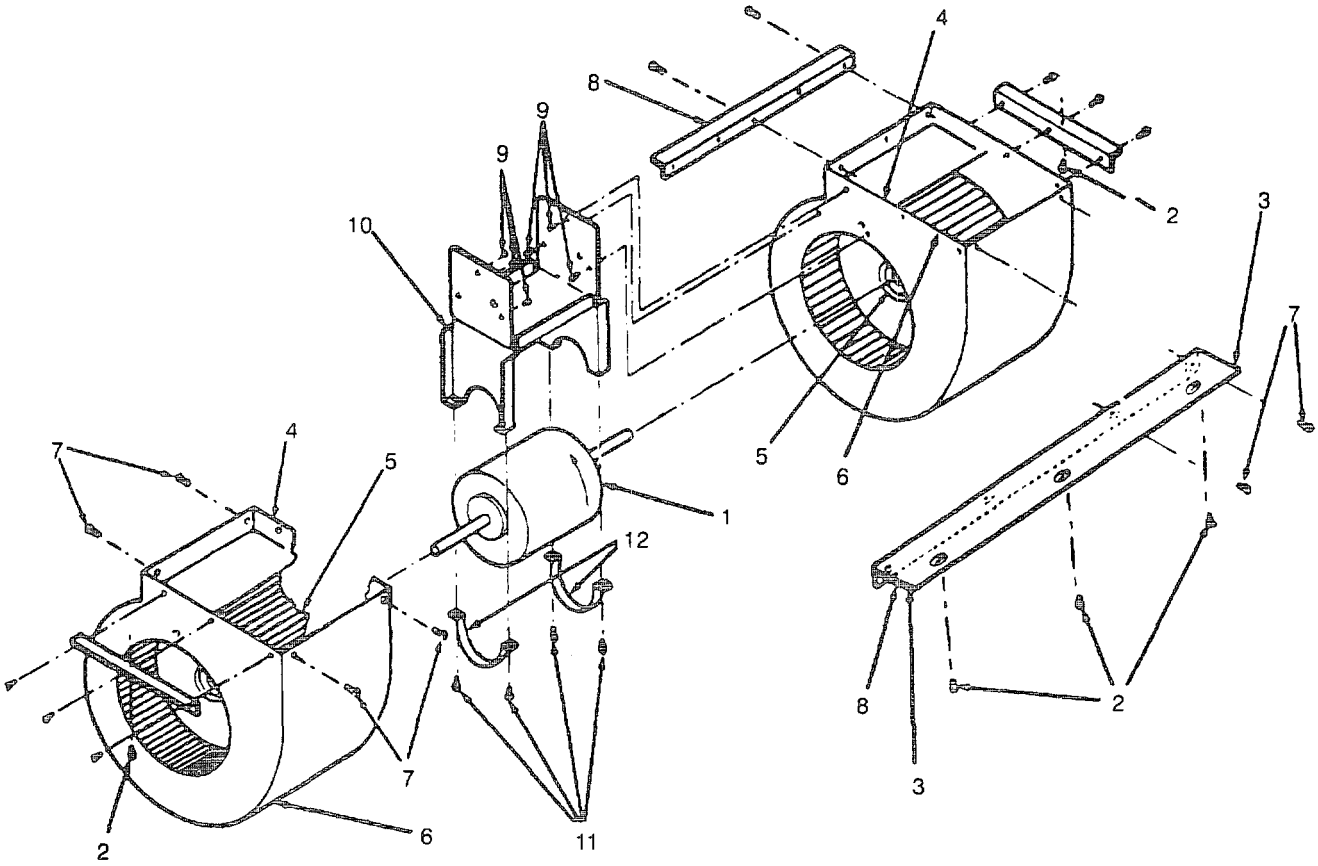

Figure 4-34. Indoor Fans Motor
(1) Check the indoor fans motor (1, Figure 4-34) for loose or missing hardware.
(2) Install both front door assemblies. See para 4-17.
(1) Wipe the indoor fans motor (1, Figure 4-34) with clean rags to remove dust.
(1) Use the multimeter to check the windings of the indoor fans motor (1, Figure 4-34). An open or short to ground indicates the motor must be replaced.
(1) Tag and remove wiring to indoor fan motor (1, Figure 4-34) from control box connections.
(2) Remove five screws (2) holding indoor fan assembly in place and retain.
(3) Cut foam (3) and silicone seals (4) around indoor fan assembly and pull the indoor fan assembly forward and out from the air conditioner.
(4) Loosen the 5/16 set bolts (5) holding both the indoor fans (6) to the fan motor shaft.
(5) Remove the four screws (7) that secure the left fan to the front and rear brackets (8).
(6) Remove the six screws (9) that secure the fan motor bracket (10) to the indoor fans.
(7) Slide the indoor fans (6) off the motor (1) shaft.
(8) Remove the four screws (11) holding the motor clamps (12) and remove.
(9) Remove the fan motor from the fan motor bracket.
(10) Remove ground screw and wire from the indoor fan motor bracket (10).
Motor oiler must be up and rotation arrow must appear as shown in Figure 4-34. Mounting the motor any other way could cause damage to the motor.